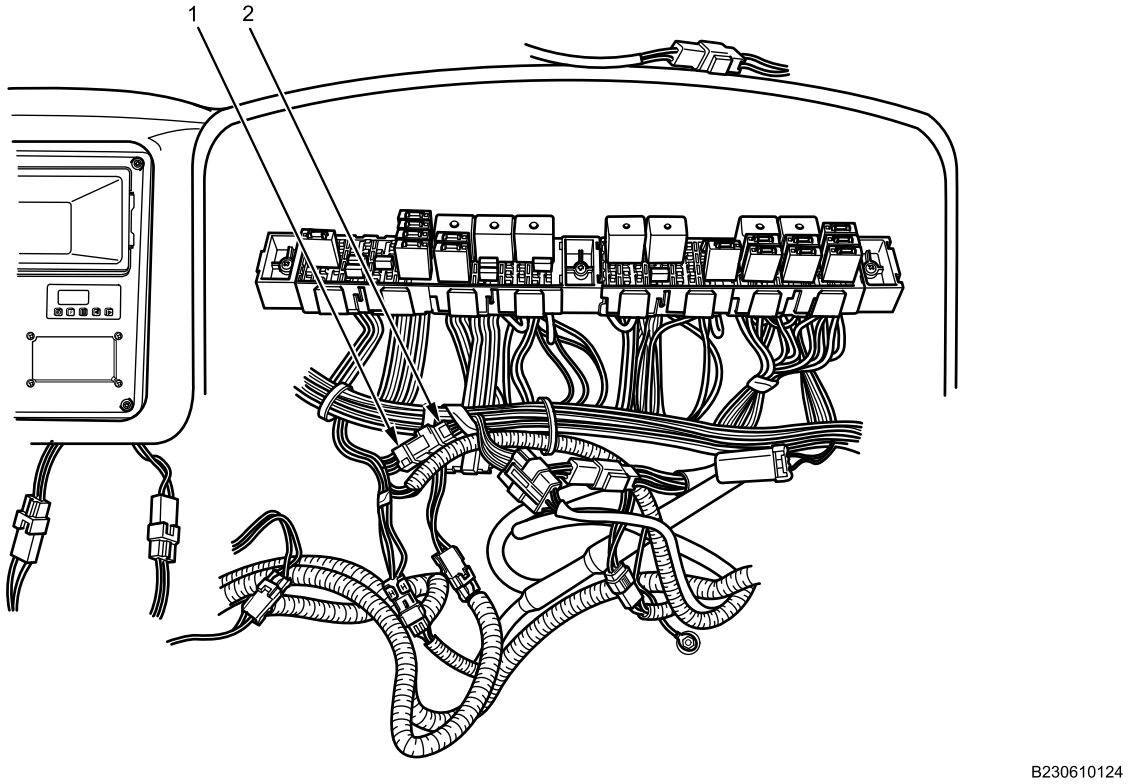

Figure 11. Rear Door/Ramp Control Harness Connector.
2. Connect rear door/ramp control harness connector (Figure 11, Item 2) to instrument panel harness connector (Figure 11, Item 1).